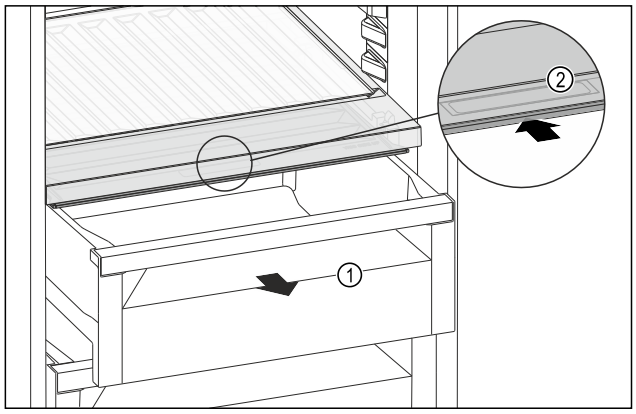

Fig. 233
▶ Extrageți sertarul *Fig. 233 (1)*.
▶ Prindeți mânerul încastrat *Fig. 233 (2)* de la capacul compartimentului și glisați concomitent capacul compartimentului spre partea posterioară.